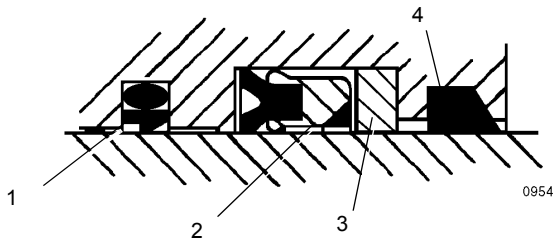

FIGURA 2-41
5. Instale o anel limpador, o anel de encosto, a vedação da haste em Z alta, o conjunto da vedação amortecedora e os anéis de desgaste na parte interna da cabeça do cilindro Figura 2-41.